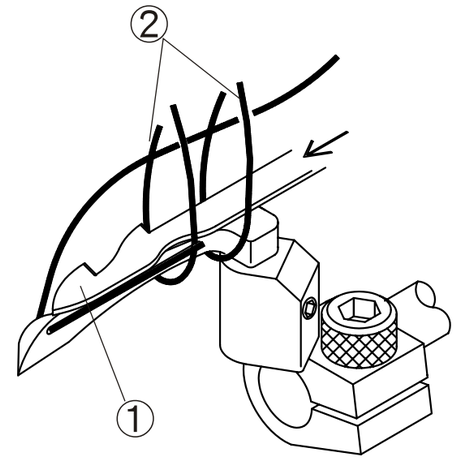

Fig. 38
1. Cuando el rebordeador inferior 1 se mueva de derecha a izquierda. Este tiene que pasar por los aros de hilo de los hilos de aguja (FIg. 38)